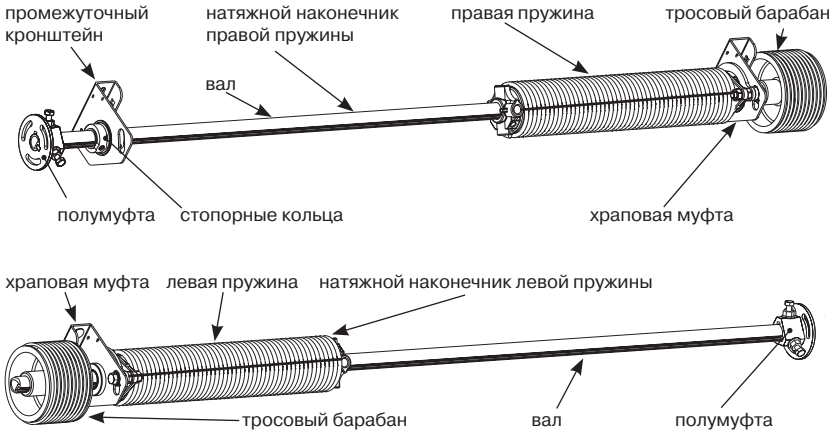

*Рис.21*
- Перед монтажом необходимо произвести сборку вала. Ниже рассматривается порядок сборки торсионного вала в стандартном исполнении (рис.21). При сборке должны быть выполнены следующие требования: